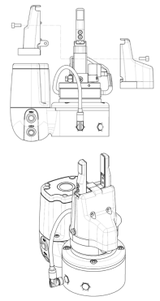

Abbildung 2
- Montieren Sie die Abdeckung wie in **Abbildung 2** dargestellt, wobei darauf zu achten ist, dass das Kabel des Signalgebers weder eingeklemmt noch beschädigt wird.